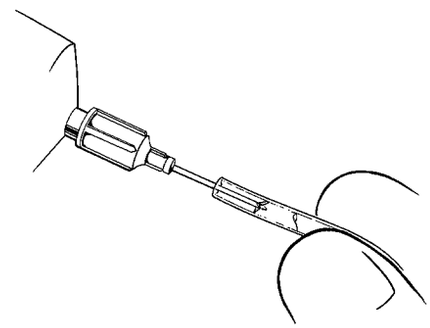

Figure 4-22. Flush Tubing
3. Use a 22-gauge blunt tip needle to flush tubing ends **(Figure 4-22)** with normal saline to remove particulate matter and air before connecting.